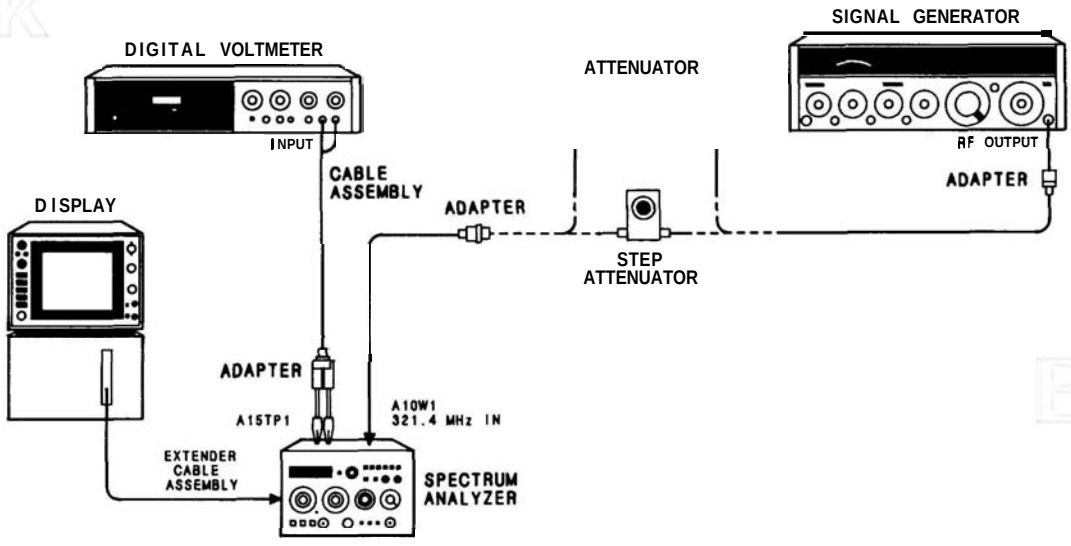

FIGURE 5-10. STEP GAIN ADJUSTMENTS TEST SETUP
2. Connect equipment as shown in Figure 5-10. Connect signal generator tuned to 321.4 MHz with approximately – 30 dBm output to one side of a 1 dB/step attenuator. Connect step attenuator output to A10W1 through adapter. Tune signal generator frequency for peak amplitude on display.